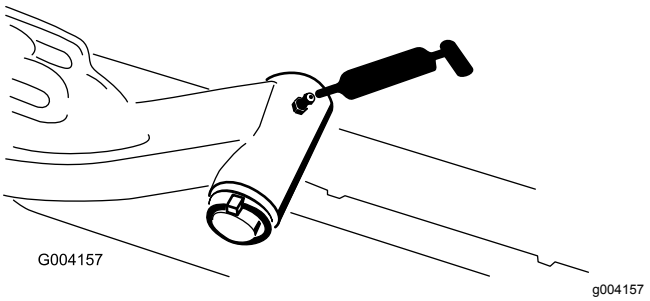

Figuur 47
- Draaias van hefarm (1) (Figuur 47)